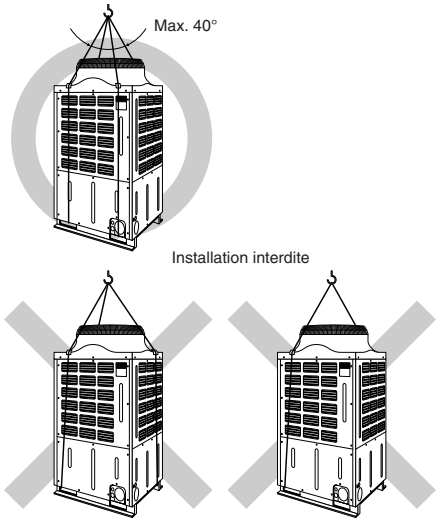

Fig. 3-3
3.3. Consignes relatives au levage de l'appareil (Fig. 3-3)